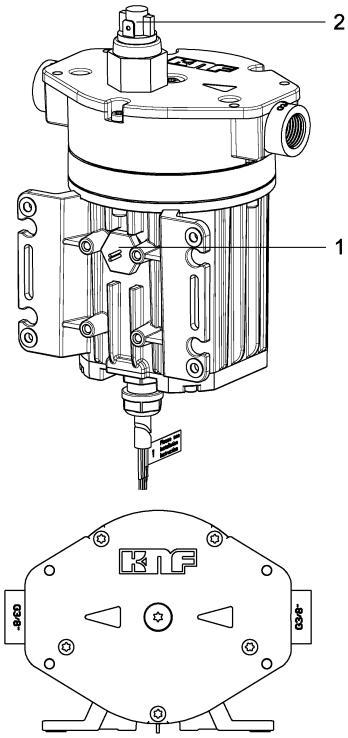

Fig. 3:
- To ensure that the leak sensor functions correctly, install the pump vertically or horizontally as shown in Fig. 3.
5.2 Pressure switch (2)